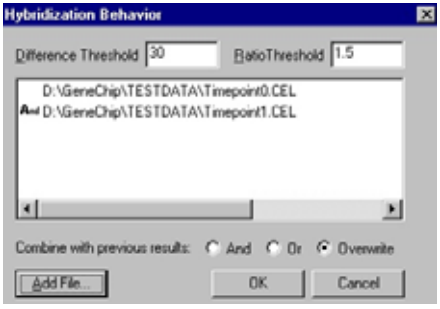

Figure G.37
⇒ The Hybridization Behavior dialog box displays the selected .cel file **(Figure G.37)**.
7. Click **OK**. Repeat step 5 and step 6 to add additional .cel files to the Hybridization Behavior dialog box **(Figure G.37)**.